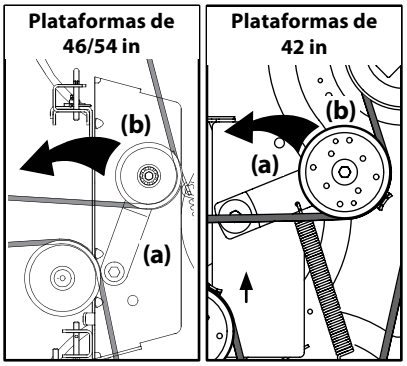

Figura 4-15
b. Desde la parte media del tractor, haga girar el soporte de la polea loca (a) y la polea móvil (b) hacia atrás en las plataformas de 42/46/54 in y hacia adelante en las plataformas de 34 in solo lo suficiente para levantar la correa por encima de la polea del husillo. Consulte la Figura 4-15 para las plataformas de 42/46/54 in y laFigura 4-16 para las plataformas de 34 in.